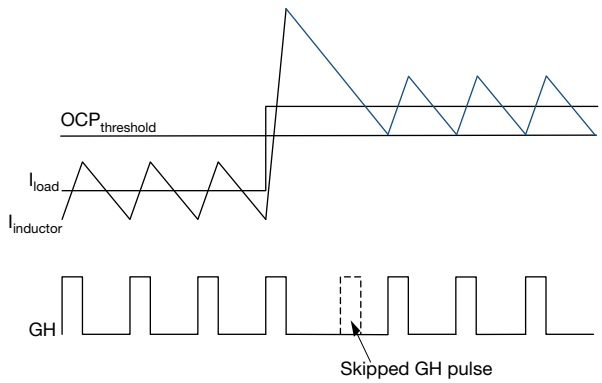

Fig. 7 - Over-Current Protection Illustration
SiC454 has pulse-by-pulse overcurrent (OC) limit control. The inductor valley current is monitored during low-side (LS) FET turn-on period through $R_{DS(on)}$ sensing. After a pre-defined blanking time, the valley current is compared with an internal OCP threshold named IOUT_OC_FAULT_LIMIT, which can be programmed via PMBus. Once monitored valley current is larger than IOUT_OC_FAULT_LIMIT, a pulse-by-pulse over-current limit is broken, high-side (HS) turn-on pulse is skipped and LS FET is kept on until the inductor valley current returns below OCP limit as illustrated by Fig. 7.